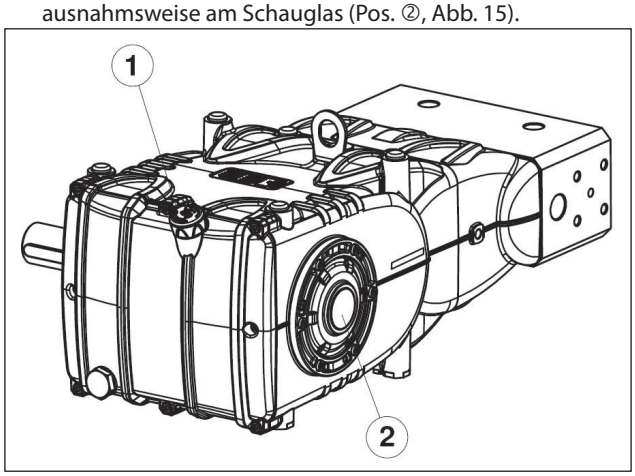

Abb. 15
5. Der Ölstand im Pumpengehäuse korrekt ist, u.z. über den entsprechenden Messstab (Pos. ①, Abb. 15) und ausnahmsweise am Schauglas (Pos. ②, Abb. 15).